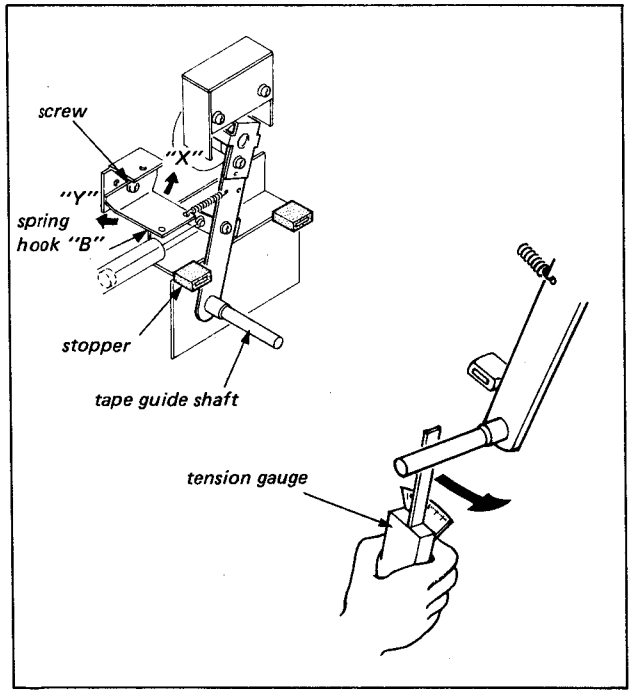

Fig. 7-9. "T" side arm retaining force adjustment
1. Hold the tension gauge against the Tape Guide Shaft on the Tension Arm, as shown in Fig. 7-9., then push the shaft to the arrow A by tension gauge. Confirm that the gauge reading is 4 to 6 gr. at the moment when the Tension Arm is detached from the Stopper. If not, proceed to the following adjustment.
2. Slightly loosen the screw securing the Spring Hook "B" shown in Fig. 7-9. Check the direction which Spring Hook "B" must be moved, then insert the eccentric driver into one of the two adjusting holes and move the Spring Hook "B" in direction of "X" or "Y".